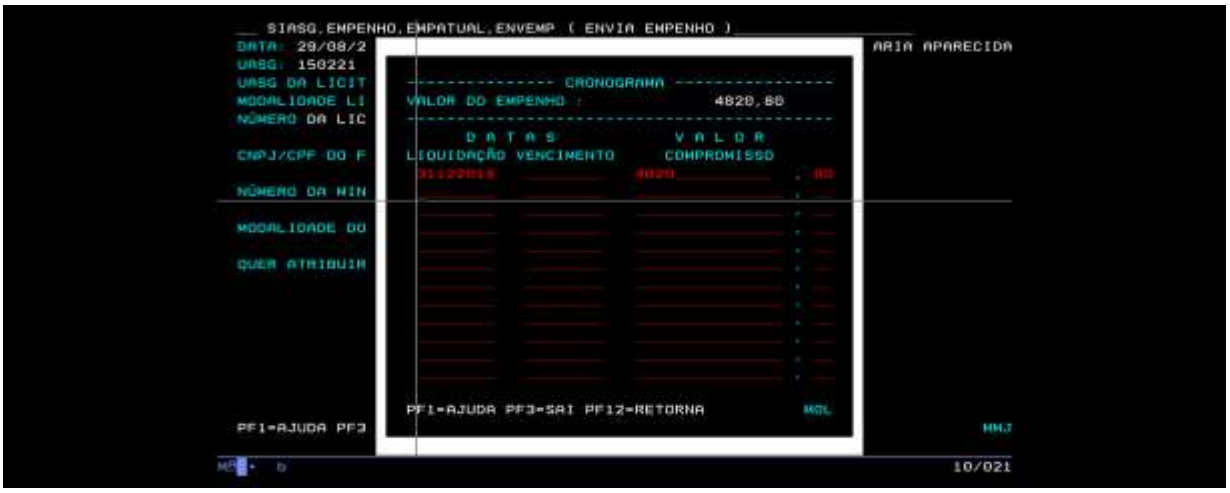

Figura 26: Envia Empenho – Informar a data de liquidação do empenho
- Na sequência deverá ser preenchido as informações relativas ao "Vencimento" e ao "Valor" (Figura 26):